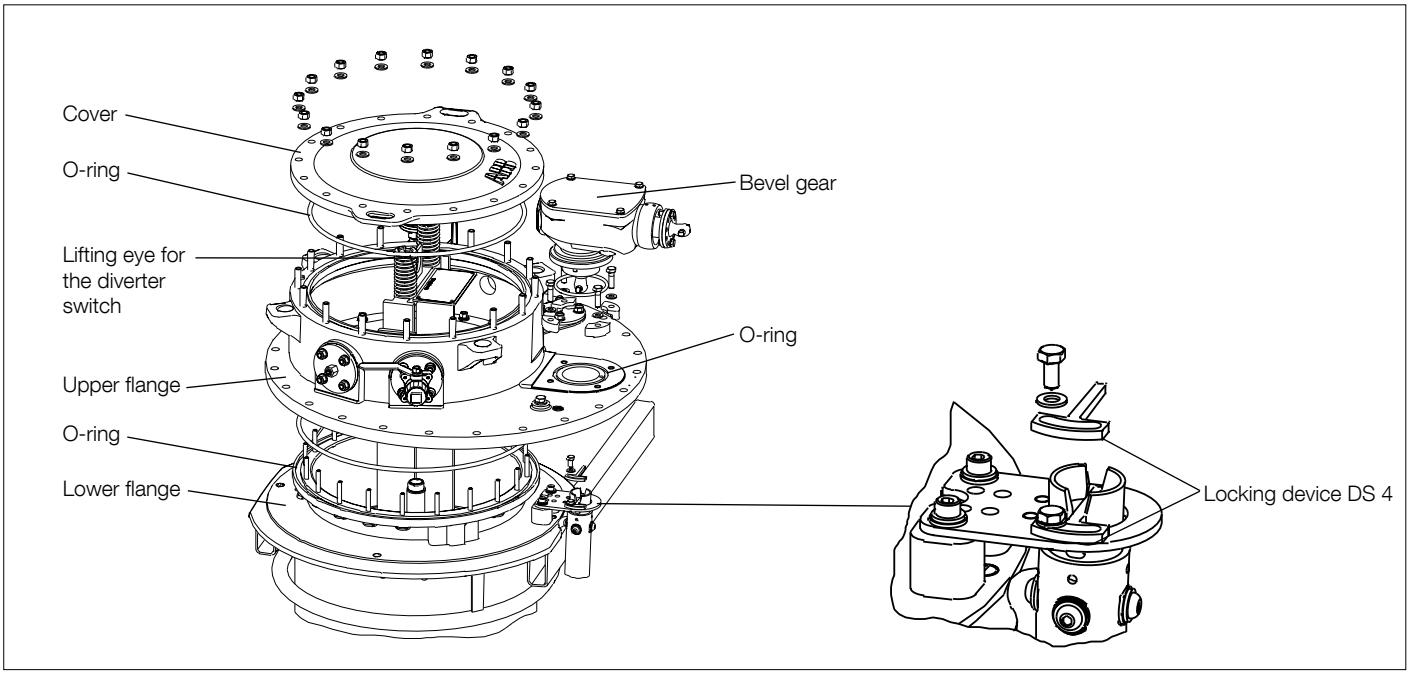

Fig. 18.
5. Remove the diverter switch housing cover (see Fig. 18) by removing the screws. Store the cover, fasteners and O-ring at a dust-free location.
7. Remove the diverter switch by carefully lifting it straight out of the diverter switch housing by its lifting eye; see Fig. 18. Store the diverter switch at a dry and dust-free location.
9. Remove the four clamp screws, M10 x 35, and the washers that hold the bevel gear; see Fig. 18. Note the position of the bevel gear. Carefully remove the gear housing, and put the parts in a safe place. Store the bevel gear at a dust-free location.
2. Remove the locking device DS 4 from the drive shaft; see Fig. 18.
10. Mount the guide bar for the diverter switch; see Fig. 18. Fit the washers and screws and tighten.